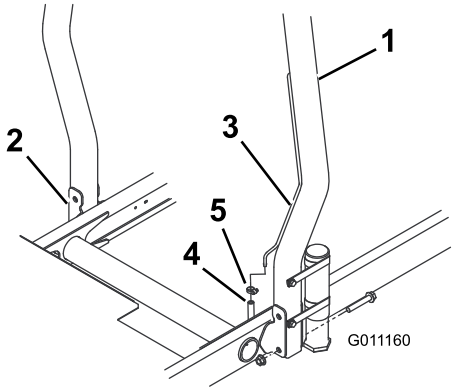

Figur 12
1. Sänk ned störtbågen till traktorenhetens monteringsfästen och passa in monteringshålen. Kontrollera att luftningsröret på störtbågen sitter på maskinens vänstra sida (Figur 12).
2. Sätt fast båda sidorna av störtbågen på monteringsfästena med två flänsskruvar och låsmuttrar (Figur 12). Dra åt fästelementen till 81 Nm.